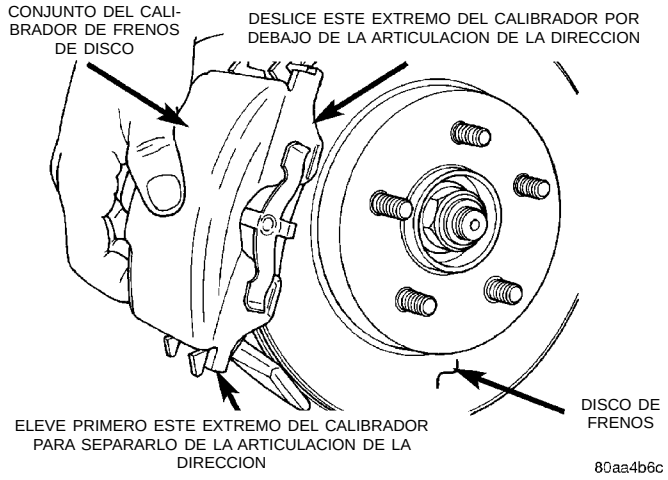

Fig. 17 Desmontaje del calibrador de frenos
(6) Retire el calibrador de frenos de disco de la articulación de la dirección. El calibrador se retira separando primero su parte inferior de la articulación de la dirección y, luego, retirando la parte superior del calibrador desde abajo de la articulación de la dirección. (Fig. 17).